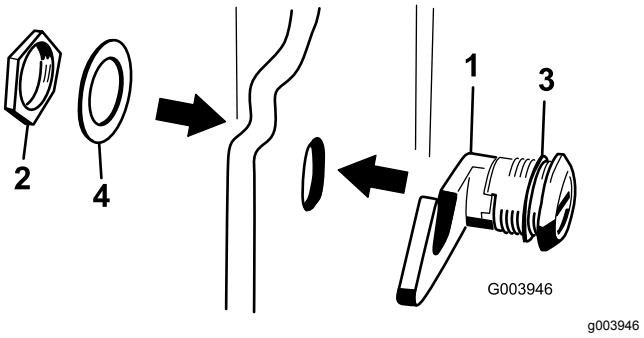

Figuur 17
3. Verwijder de moer uit de motorkapsluiting (Figuur 17).
4. Steek het haakeind van de sluiting vanaf de buitenkant van de motorkap door de opening in de motorkap. Zorg dat de rubberen afdichtring aan de buitenkant van de motorkap blijft (Figuur 17).